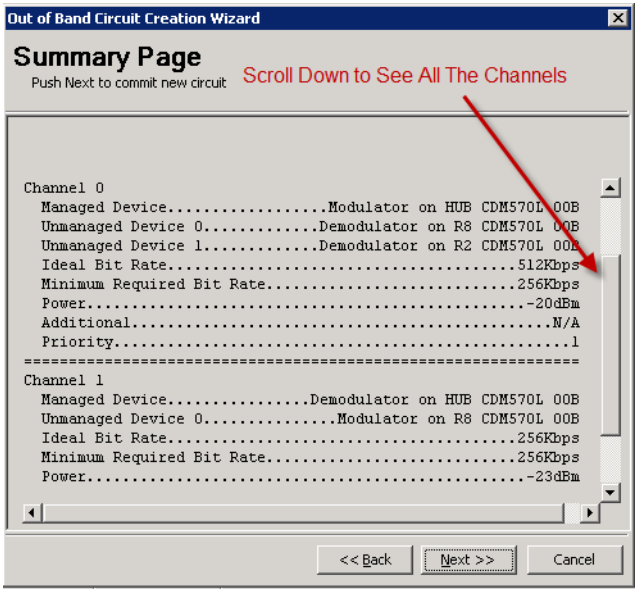

Figure 7-28 Summary Page, Custom P2P with Broadcast
17. Click on the **Next** button (becomes active when configuration parameters have been set) to proceed to the wizard **Summary Page** (figure 7-28).